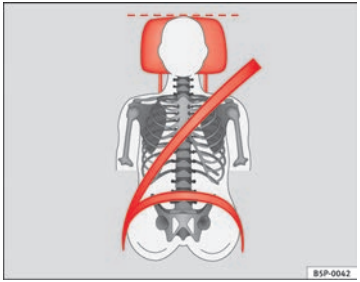
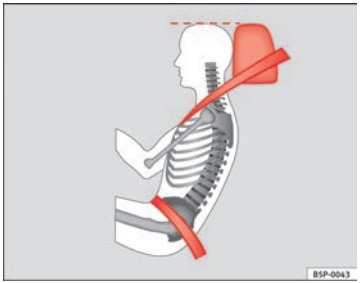

Fig. 3 Properly adjusted head restraint viewed from the front
Fig. 4 Properly adjusted head restraint viewed from the side
– Adjust the head restraint so that its upper edge is at the same level as the top of your head or as close as possible to the same level as the top of your head and, at the very least, at eye level. ⇒ fig. 3 and ⇒ fig. 4